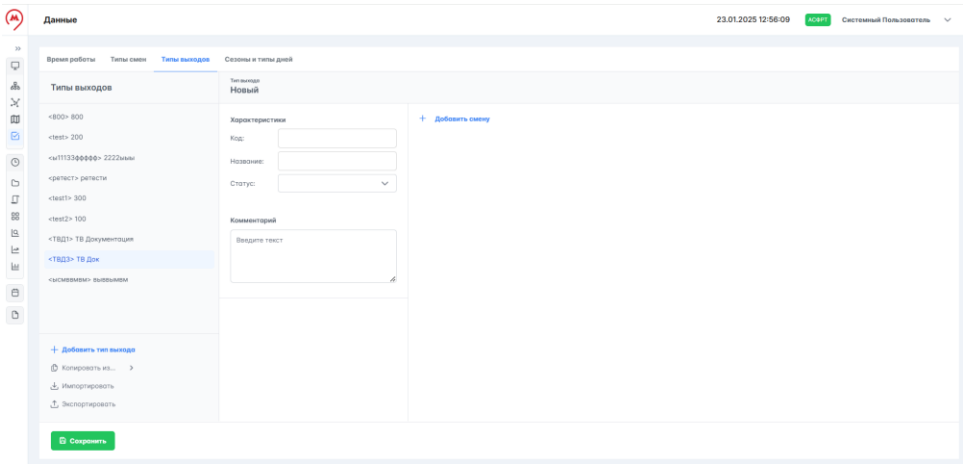

Рисунок 126 – Добавление нового типа выхода
1. Нажать на кнопку + Добавить тип выхода, справа в блоке данных откроется профиль нового типа выхода (рисунок 126).